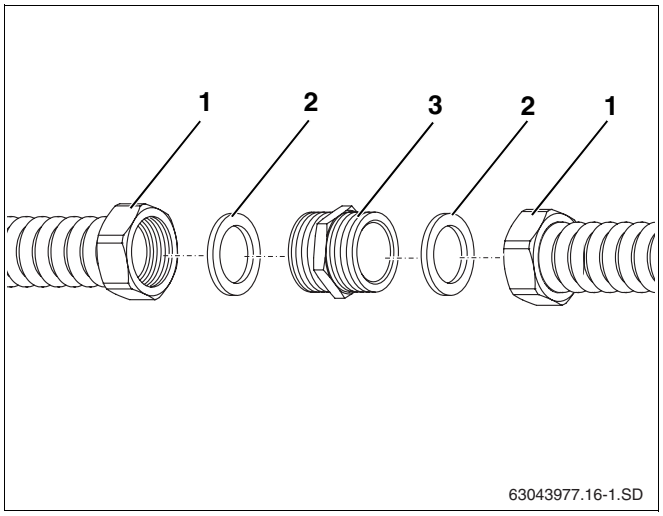

Afb. 14 Twin Tube DN 20 verlengen
De inox flexibel kan indien nodig met behulp van een dubbele nippel R1 (afb. 14, **pos. 3**) worden verlengd. De tweede dubbele nippel is bij de Twin Tube DN 20 gevoegd.
- Plaats de afdichtingen (afb. 14, **pos. 2**) in de wartelmoeren (afb. 14, **pos. 1**).
- Schroef de wartelmoeren (afb. 14, **pos. 1**) met de dubbele nippel R1 (afb. 14, **pos. 3**) vast.